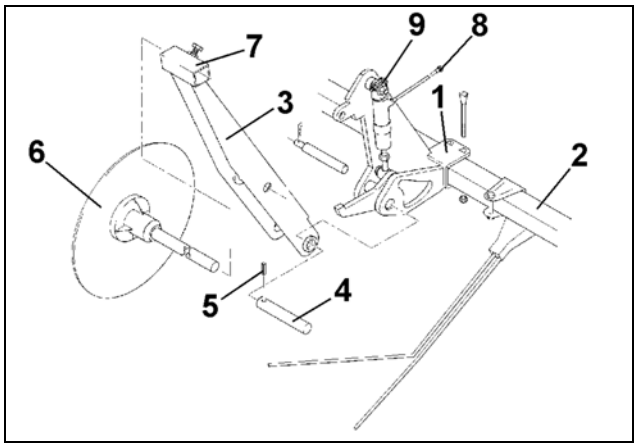

図 33
- 2 つの連結サポート（図 33/1）を精密ハローに固定します
- マーカーディスクサポート（図 33/3）にピン（図 33/4）およびロールピン（図 33/5）を差し込んで固定します
- マーカーディスク（図 33/6）をマーカーディスクサポート（図 33/3）に差し込み、六角ねじ（図 33/7）で固定します
- 油圧ホース（図 33/8）を両方の油圧シリンダー（図 33/9）に接続し、トラムラインのマーカーディスク用の油圧シリンダーと一緒に、分配ヘッダー内で 油圧ソレノイドバルブに接続します